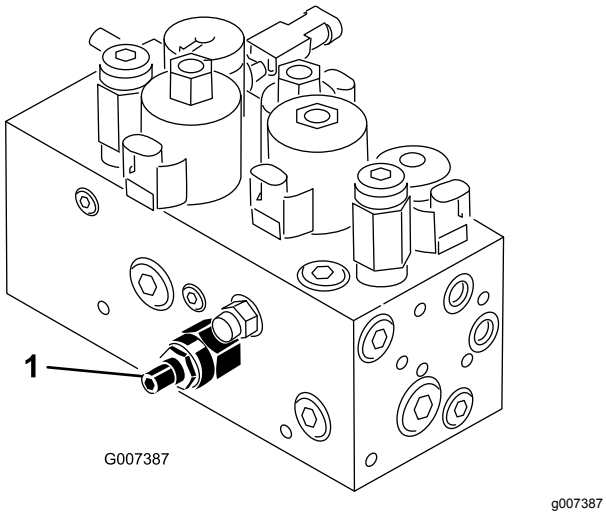

Figur 57
Kretsen for løfting og senking av klippeenheten er utstyrt med en mengderegulator (Figur 57). Denne ventilen er forhåndsjustert til ca. tre omdreininger åpen fra fabrikken, men det kan hende den må justeres for å kompensere for forskjeller i oljetemperaturer, klippehastighet osv. Hvis du må justere den, fortsetter du på følgende måte:
1. Hev setet, og finn mengderegulatoren på den midtre trekkrammen (Figur 57) som er plassert på siden av det hydrauliske manifoldet.